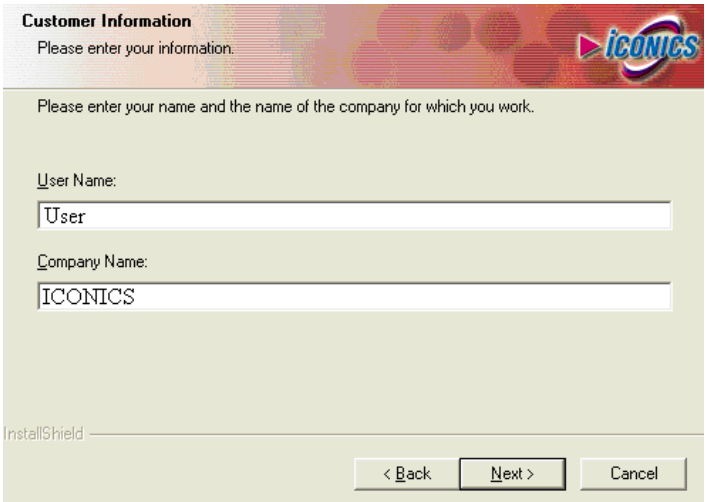

Figure 2.12: Entering User Information
11. The **User Information** dialog box will appear, as shown in **Figure 2.12.** Type your (the user's) name in the **Name** field; your company's name in the **Company** field. Click the **Next** button to continue.